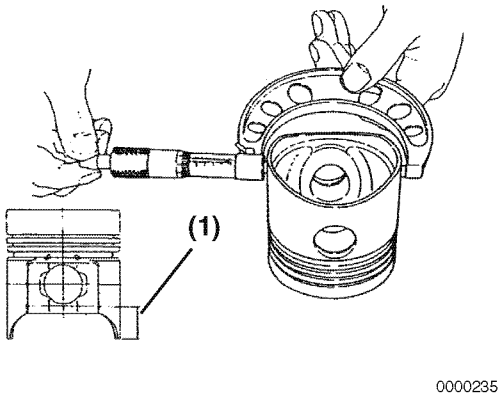

Figure 6-114
4. Measure the diameter of the piston skirt at 90° to the wrist pin bore as shown **(Figure 6-114)**. Measurements must be taken at a specified distance **(Figure 6-114, (1))** from the bottom of the piston, based on engine model. Record the measurements. *See Piston on page 6-16 for specifications.*